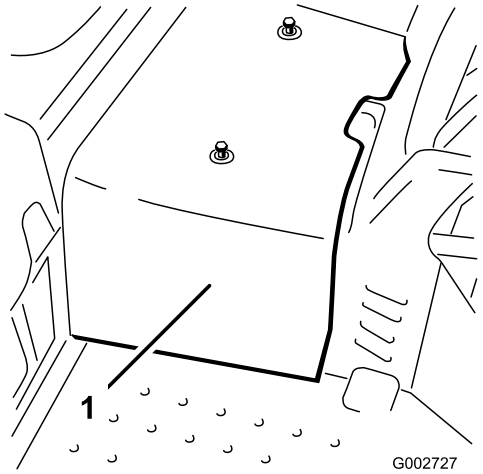

**Figur 32**
2. Løsn de to skruer, der fastgør den midterste afskærmning til maskinen, og fjern afskærmningen (Figur 32).